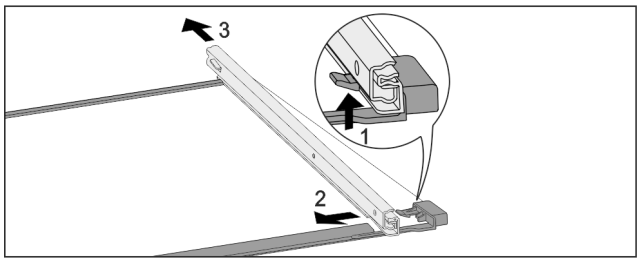

Fig. 253 带轨道的玻璃隔板
▶ 向上按前端的锁定钩。 *Fig. 253 (1)*
▶ 将牵伸轨推向一侧 *Fig. 253 (2)*，然后向后 *Fig. 253 (3)* 推。